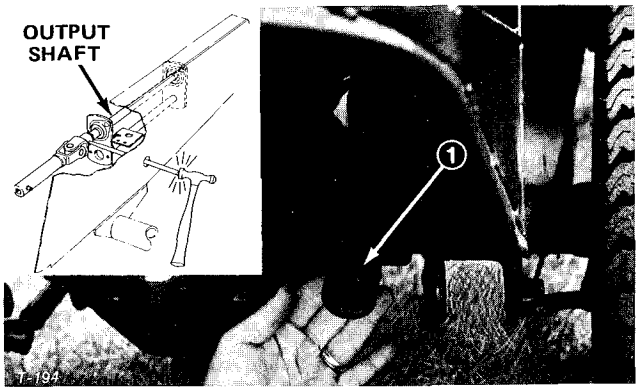

Figure 21
2. Remove five wheel nuts and slide left wheel off axle to expose access hole inside of chassis (Fig. 21).
3. Push PTO lever forward until pulley and brake disengage. Align hole in PTO shaft with hole in chassis (Fig. 21).
4. Through access hole in chassis, drive roll pin out of PTO shaft and output shaft with pin punch and ball peen hammer (Fig. 21).